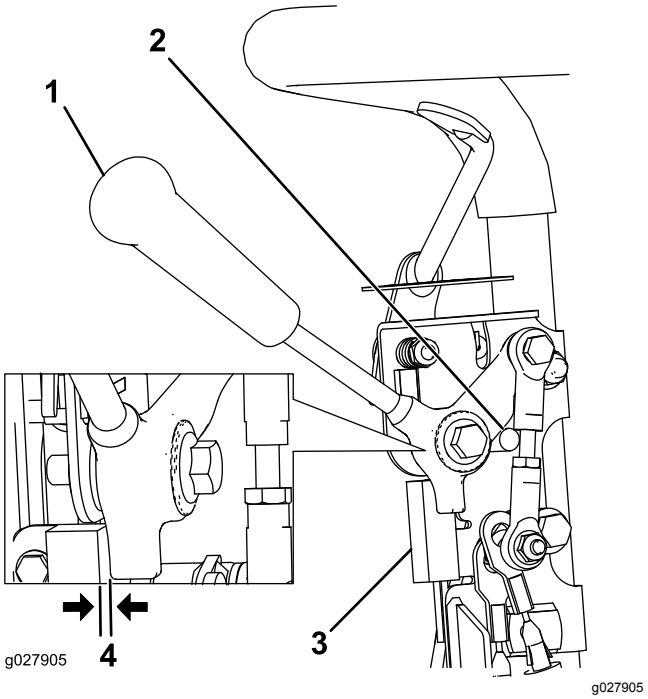

Rysunek 36
1. Upewnij się, że silnik jest wyłączony, a dźwignia jazdy odłączona i ustawiona w położeniu zatrzymania neutralnego (Rysunek 36).
2. Poluzuj elementy mocujące wyłącznika blokady (Rysunek 36).
3. Umieść podkładkę o grubości 0,8 mm między dźwignią jazdy a włącznikiem blokady (Rysunek 36).